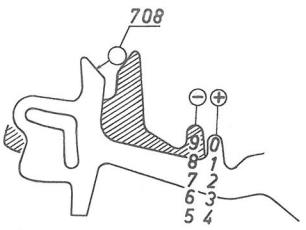

Fig.18
Die Ausgangslage des Mechanismus ist wie gesagt positiv. Bei Betätigung einer M-Taste (5-9)(Fig.18 gestrichelt) drückt die Nase des Tastenhebels die Achse(708) nach hinten,wobei der Minushebel (705,Fig.19) so bewegt wird, dass er die Minuswippe(713) unter den Zapfen der äusseren Scheibe des Treibsegmentes (700) bringt.
b) Beim Betätigen einer positiven (0 - 4) nach zuletzt angewandter negativer Taste, setzt sich die Nase des Tastenhebels (Fig.18 weiss) hinter die Achse (708), wodurch der mit der Achse verbundene Minushebel (705) in Ausgangslage gesperrt wird. Der Zapfen des Treibsegmentes (700) drückt nun die Pluswippe (715, Fig.19) vorwärts.